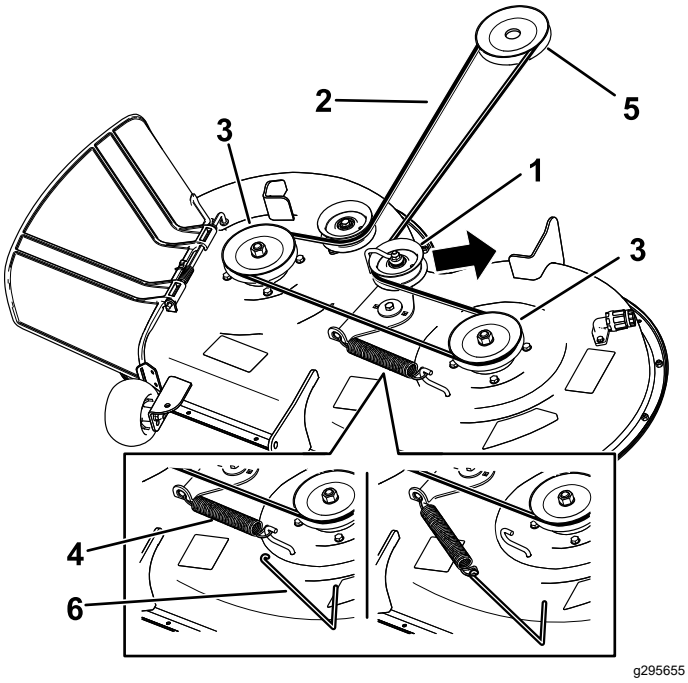

Figur 57
2. Skrue (3)
6. Bruke et fjærfjerningsverktøy (Toro-delenr. 92-5771) til å fjerne ledefjæren fra klippeenhetskroken for å fjerne spenningen på lederullen. Dra så remmen av rullene (Figur 57).
7. Legg den nye remmen rundt motorremskiven og klipperskiven (Figur 57).
8. Bruk et fjærfjerningsverktøy (Toro-delenr. 92–5771) til å montere ledefjæren over klippeenhetskroken, og tilfør spenning til lederullen og klipperremmen (Figur 57).